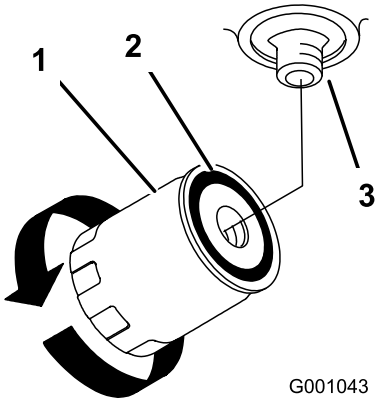

**Figuur 80**
4. Smeer een dun laagje hydraulische vloeistof op de rubberen pakking van het nieuwe filter (Figuur 80).
7. Vul de hydraulische tank met hydraulische vloeistof totdat de vloeistof over het filter stroomt. Draai vervolgens het oliefilter rechtsom totdat de rubberen pakking contact maakt met het filtertussenstuk. Draai het filter daarna met de hand nog een extra 1/2 slag vast (Figuur 80).